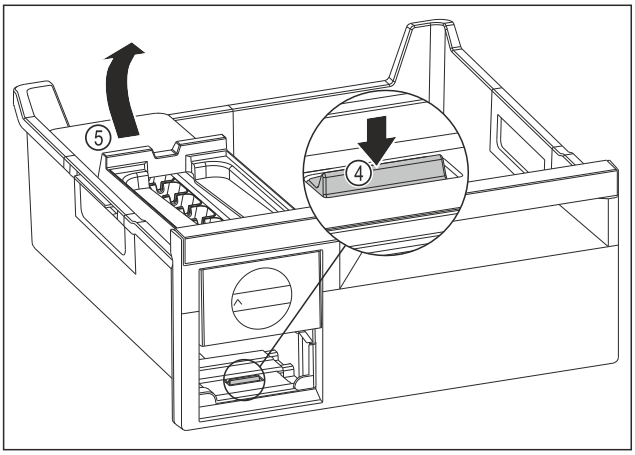

Fig. 110
▶ Removing the EasyTwist-Ice body: Use your finger to push the tab *Fig. 110 (4)* down and use your other hand to lift the EasyTwist-Ice body *Fig. 110 (5)* from behind at the same time.